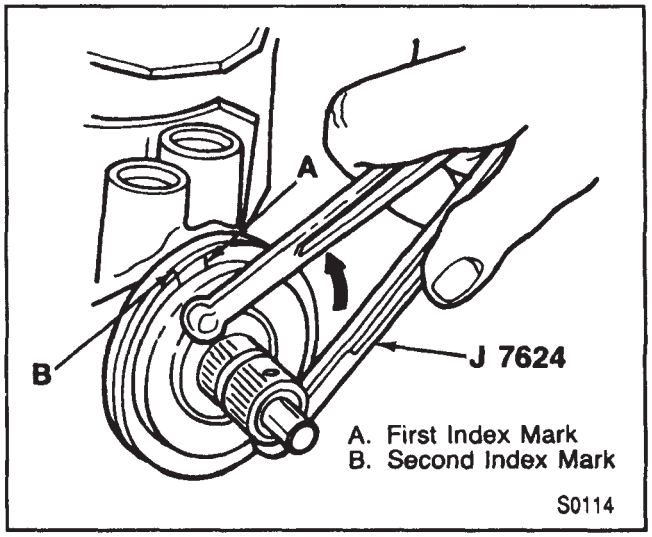

Figure 10—Aligning the Adjuster to the Second Mark
5. Rotate the adjuster plug back (counterclockwise) until the hole in the plug is aligned with the second mark on the housing (figure 10).